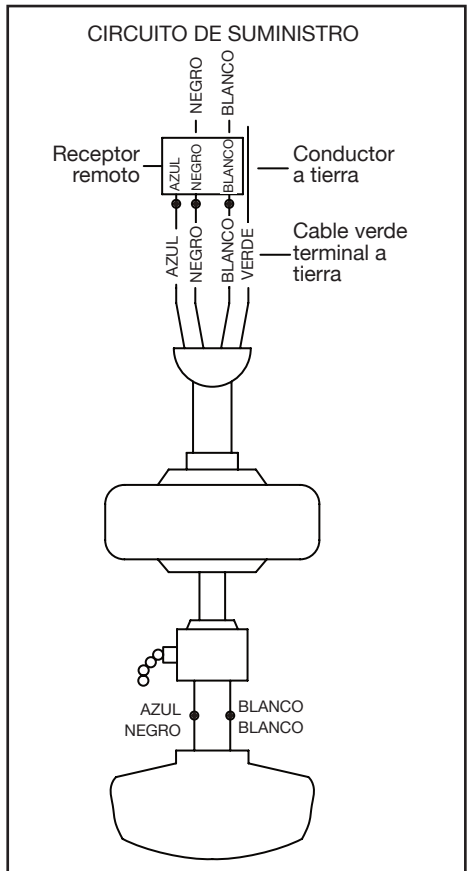

Figura 10
Sigue estos pasos para conectar tu ventilador al circuito de tu hogar. Usa las tuercas de conexión de cable incluidas con el ventilador y el control remoto. Asegura los conectores con cinta aislante. Asegúrate de que no haya conexiones ni cables sueltos. (Figura 10)
1. Conecta el conductor a tierra del cable de 120 V (puede ser un cable desnudo o un cable con aislante verde) al (los) cable(s) terminal(es) a tierra verde(s) del ventilador (Figura 10).
2. Conecta el cable blanco del motor del ventilador al cable blanco del receptor usando una tuerca de cable (Figura 10).
3. Conecta el cable negro del motor del ventilador al cable negro del receptor usando una tuerca de cable (Figura 10).
4. Conecta el cable azul del motor del ventilador al cable azul del receptor usando una tuerca de cable (Figura 10).
5. Conecta el cable negro del receptor al cable negro de suministro de energía (positivo) usando una tuerca de cable (Figura 10).
6. Conecta el cable blanco del receptor al cable blanco de suministro de corriente (neutro) usando una tuerca de cable (Figura 10).